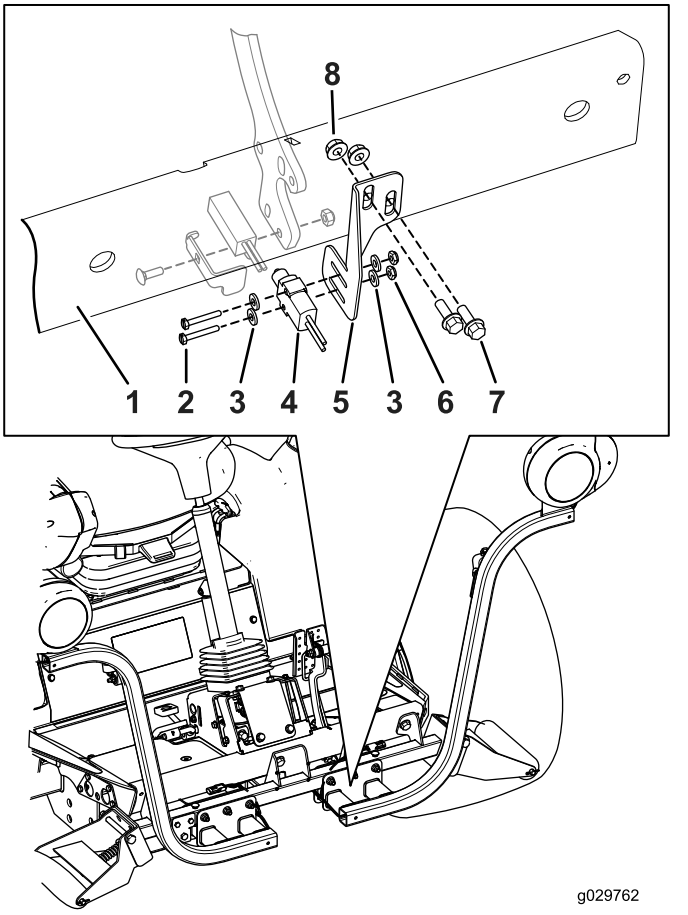

Bild 17
Hinweis: Sie müssen die Bremsensensorhalterung nach oben oder unten bewegen, um den Bremsensensor mit der Bremsensensorplatte auszufluchten (Bild 17).
4. Befestigen Sie den Bremsensensor mit den zwei geschlitzten Schrauben (Nr. 6 x 1"), zwei Scheiben und zwei Bundmuttern an der Bremsensensorhalterung (Bild 17).